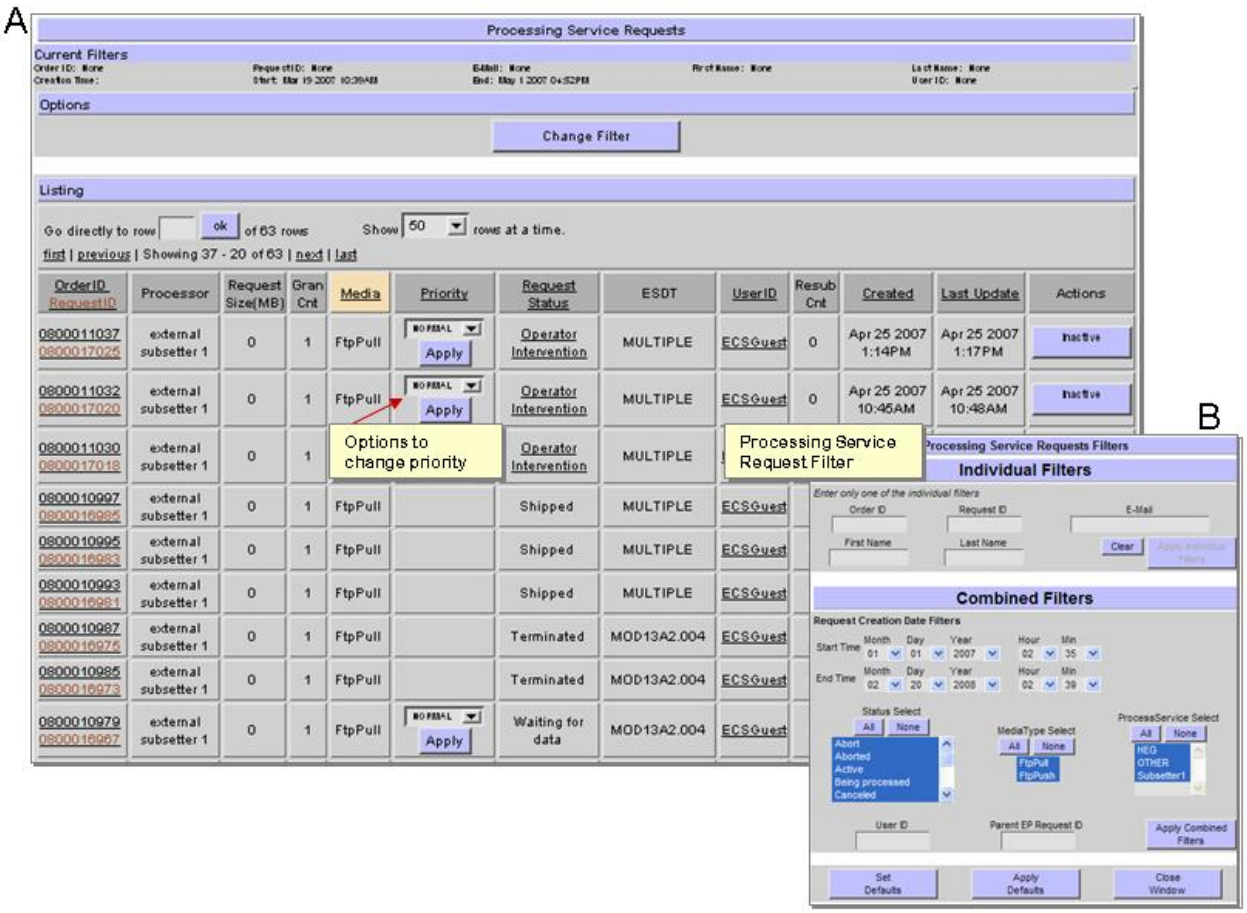

Figure 15.6-24. Processing Services Requests Page and Filter
The Processing Service Requests [Filter] page (Figure 15.6-24, Frame A) allows an Operator to cancel or suspend the external processing requests while those requests are under OMS control. The external processing requests do not have any actions (cancel or suspend) while under the control of the external system. The processing services filter includes HEG, all external subsetter requests and a "Processor" column which indicates the processor name (which includes HEG). The Processing Service Request page does not include filter for media type and order type. It has a processing filter instead. The "Actions "column in the Listing section of the page displays an "InActive" button.
- **Options** – has a "Change Filter" button to allow operator to define display criteria for the page (Figure 15.6-24, Frame B).